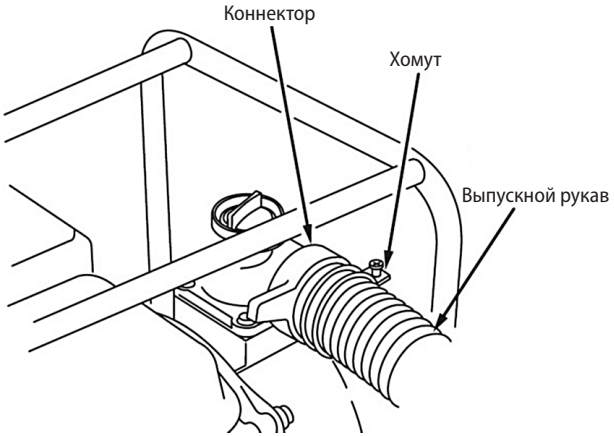

*Рисунок 5*
• Подсоедините выпускной рукав к патрубку при помощи зажимного кольца и хомута (рисунок 5).